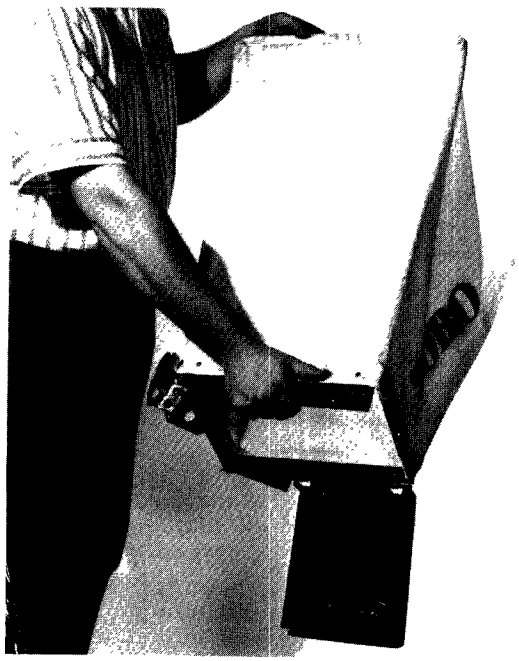

Figure 16
6. Open door at front of grass bag. While shaking the bag, gradually tip it forward so grass sifts out (Fig. 16). Do not try to dump all the grass at once.